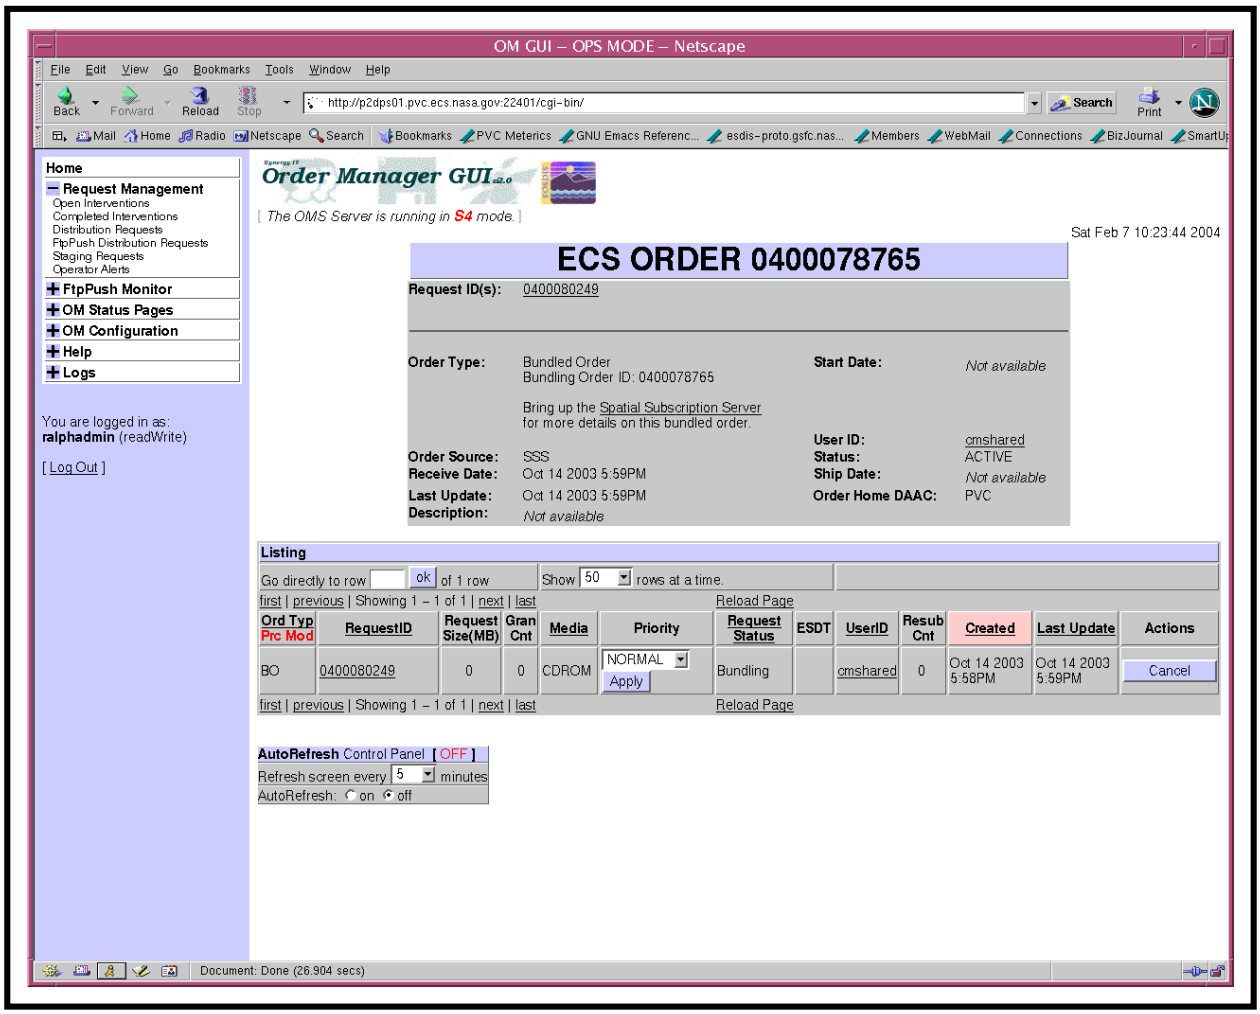

Figure 25. ECS Order Page (Bundling Order)
- The **ECS Order** page (Figure 25) displays the following types of data concerning the order:
- If the order is a bundling order (Order Type “Bundled Order” or “BO”), the **ECS Order** page (Figure 25) includes a link to the **Spatial Subscription Server GUI**.